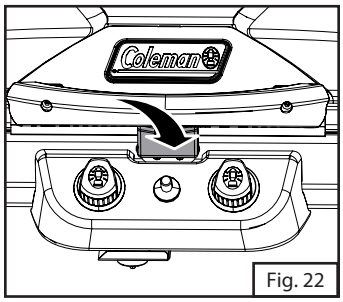

Fig. 22
3. To open lid, release the cover latch and lift up. (Fig. 22)